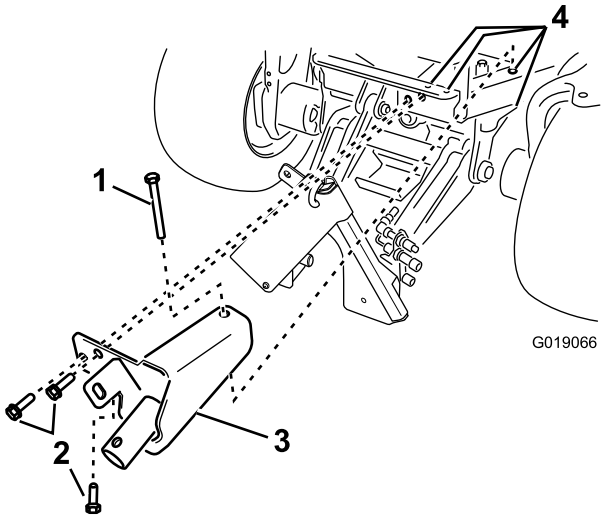

Figure 3
4. Install the jack bracket to the machine frame with 3 hex-head flange bolts (1/2 x 1-1/2 inches), a hex-head bolt (1/2 x 4-1/2 inches), and 4 locknuts (Figure 3).